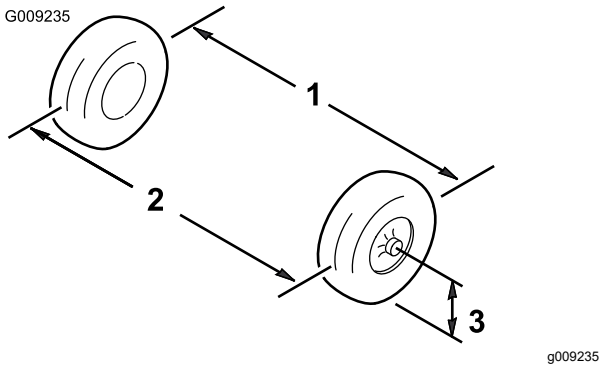

Figura 50
1. Mida la distancia entre los neumáticos delanteros a la altura del eje, en la parte delantera y trasera de las ruedas (Figura 50).